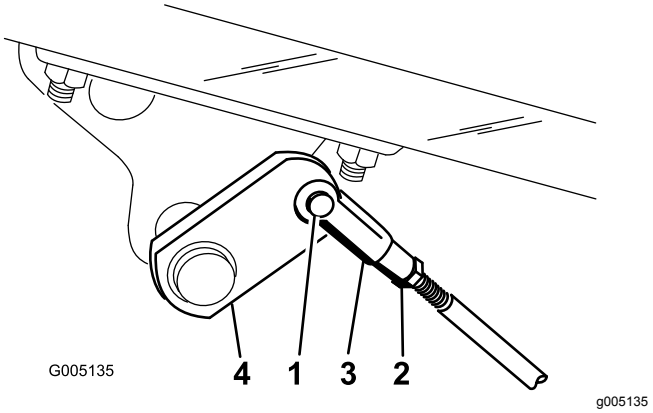

Figur 56
2. Hvis bremserne ikke låser lige meget, skal du afmontere bremsestængerne ved at fjerne låseclipsen og gaffelbolten (Figur 56).
3. Løsn kontramøtrikken, og juster gaffelstykket tilsvarende (Figur 56).
4. Monter gaffelstykket på bremseakslen (Figur 56).